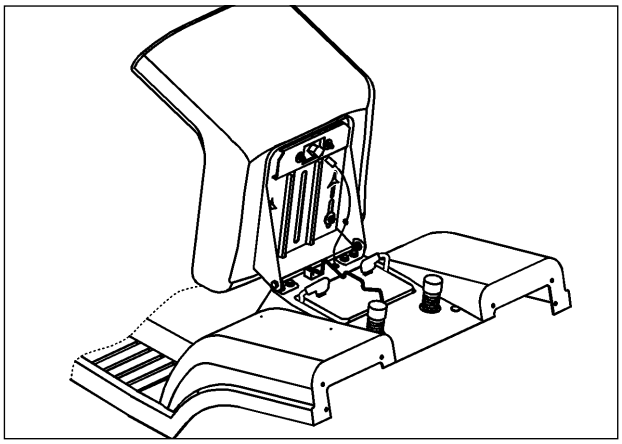

*Fig. 8*
The battery is placed under the seat, and can be accessed by tilting the seat in the upright position (Fig. 8).
4. Reinstall the battery and secure it with the spring lever (see fig. 8).